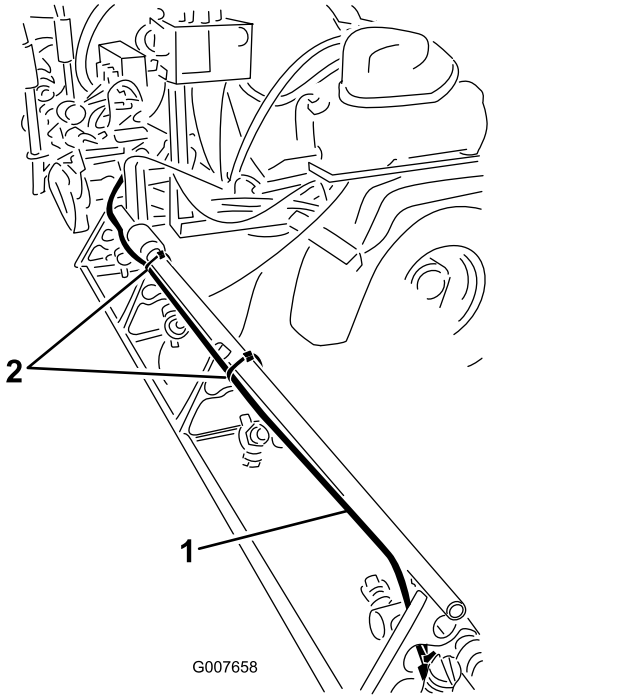

**Figur 14**
4. Før rørsamlingen langs bagsiden af den øvre støttestang på den ydre bomsektion som vist i Figur 14.
6. Fastgør røret til den ydre bomsektion med kabelbånd som vist i Figur 14.